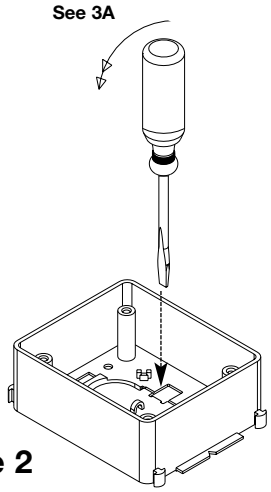

**Figure 2**
**3.** ***Remove Knockout: (See Figure 2).***